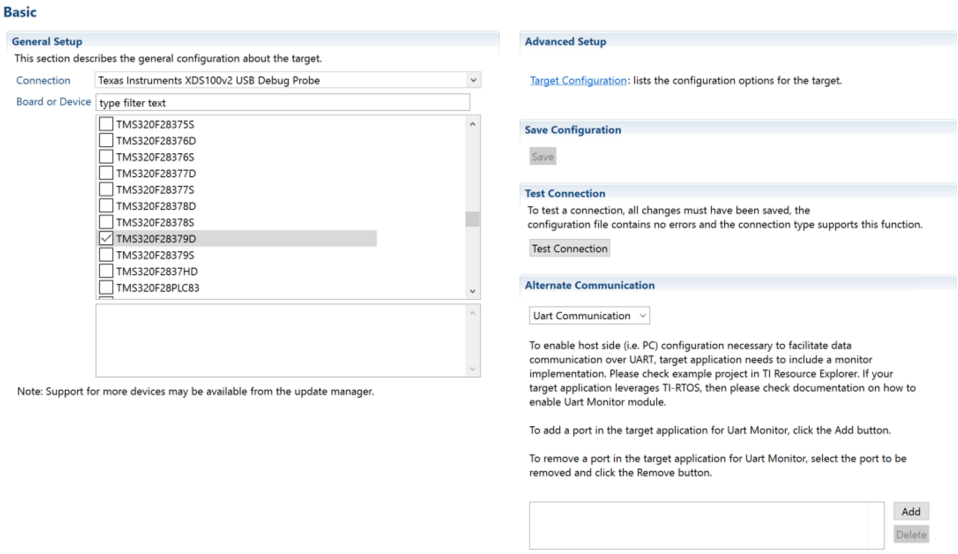

**Figure 6. Configuring a New Target Configuration**
6. This step should open up a new tab as shown in Figure 6. Select and enter the following options: